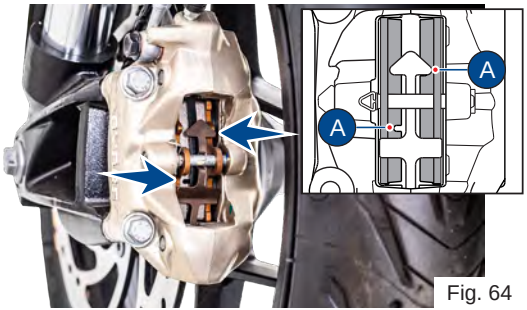

Fig. 64
- If the wear is found beyond the wear indicator (A & B) groove as shown in the figure in any one of the pad, replace brake pads as a set with a new one **(ref. Fig. 64 & 65)**.